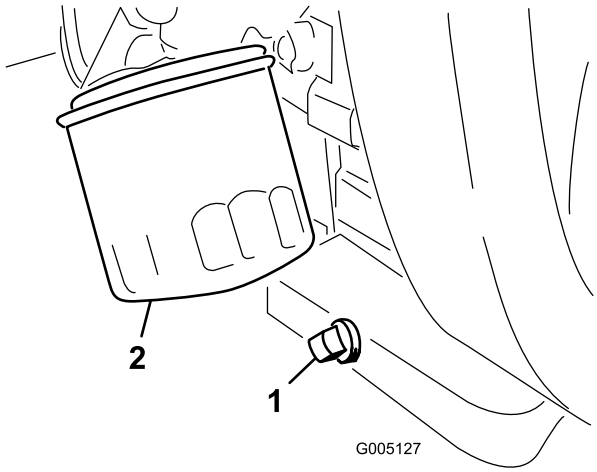

Figur 42
1. Fjern tappepluggen (Figur 42) og la oljen renne ut i et tappefat. Når oljen slutter å renne, setter du tappepluggen på igjen.
2. Ta av oljefilteret (Figur 42).